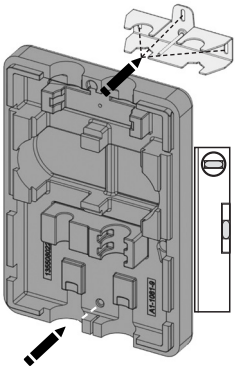

Fig. 5
5. Așezați suportul de perete (6) și termoizolația posterioară (7) perpendicular pe perete, utilizându-le ca șablon pentru executarea găurilor (fig. 5).
6. Marcați și executați găurile în perete, inserând apoi diblurile livrate (fig. 5).